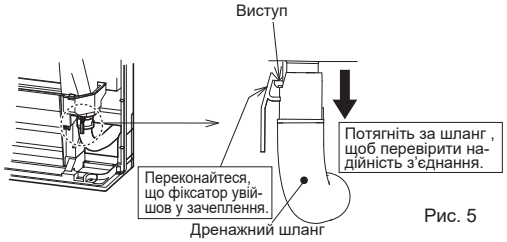

Рис. 5
- Вставте дренажний шланг до упору в напрямку до основи дренажного піддону (кінцеве з'єднання). (Рис. 5) Переконайтесь в надійному зачеплені фіксатора дренажного шланга з виступом на штуцері для шланга дренажного піддона.